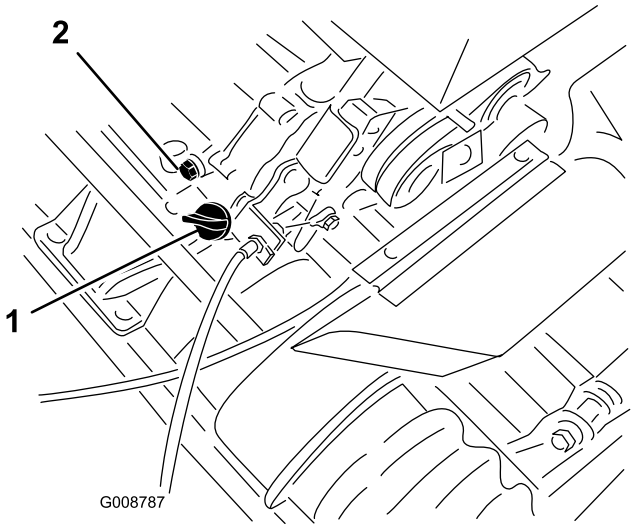

Figur 22
1. Placer maskinen, så motoren står plant, og rengør området rundt om oliestandsmåleren (Figur 22).
2. Anbring en drænbakke under bagenden af maskinen, direkte under aftapningsproppen (Figur 22).